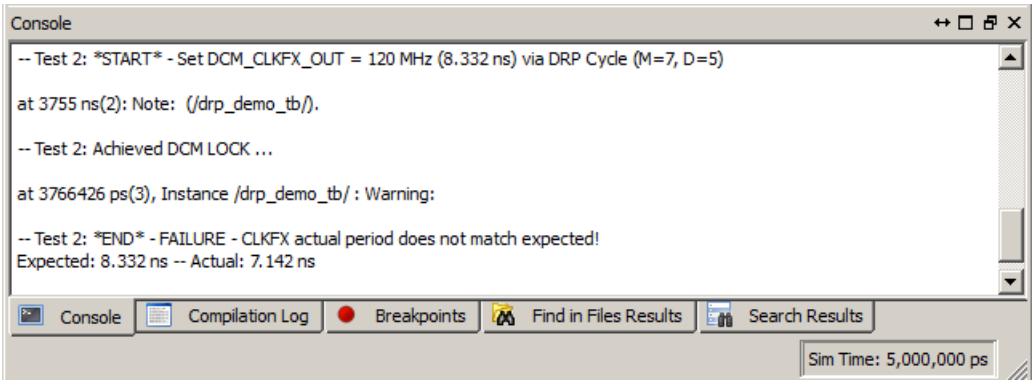

Figure 3-12: **Console Panel**
3. Review the Console panel for messages from the testbench (see Figure 3-12).